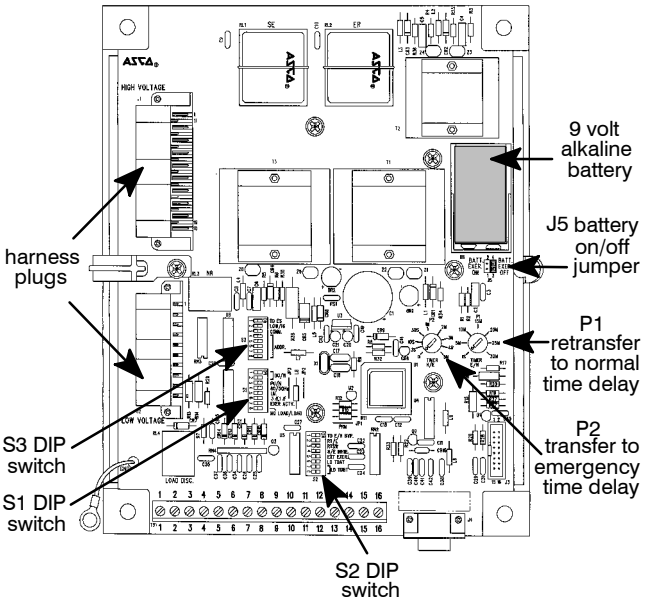

Figure 4-2. Location of potentiometers.
4. Locate the appropriate adjustment potentiometer or DIP switch for the setting that you want to change. Refer to Table 4-1 and Table 4–2 on page 4-1 and Figure 4-2, Figure 4–3, Figure 4–4 on page 4–2.